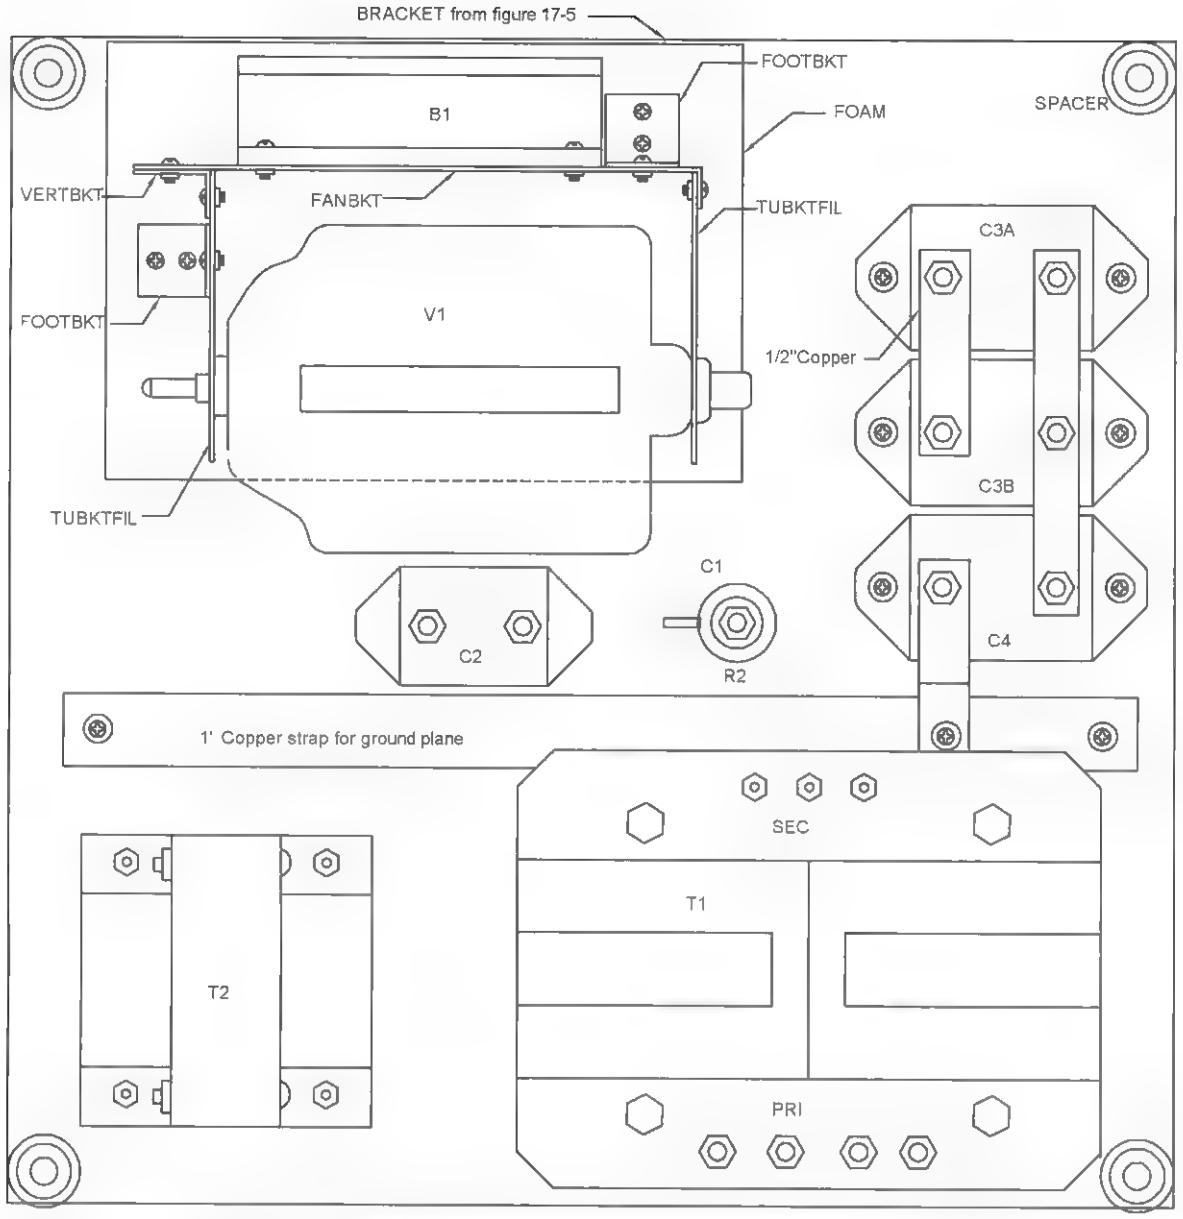

Figure 17-6 *Bottom deck assembly*
4. Lay out the bottom deck DECKBOT and trial-fit the components, as shown in Figure 17-6. (You may want to consider castors at the corners for system mobility.) Cut a 14-inch length of a 1-inch-wide copper strip for the main ground plane. Secure it via two wood screws at the end points. Secure the plate transformer (T1) using four 1/4-20 × 1 1/2-inch bolts with flat washers on the bottom side of the wooden deck. Mount the three mica capacitors (C3A, C3B, and C4) using 6-32 × 1 1/2-inch screws, nuts, and washers. Cut 1/2-inch lengths of copper straps and attach them as shown. Note the grounding piece on C4 must be shaped and formed to have a flat surface abutting the ground plane strap and fitting as shown.